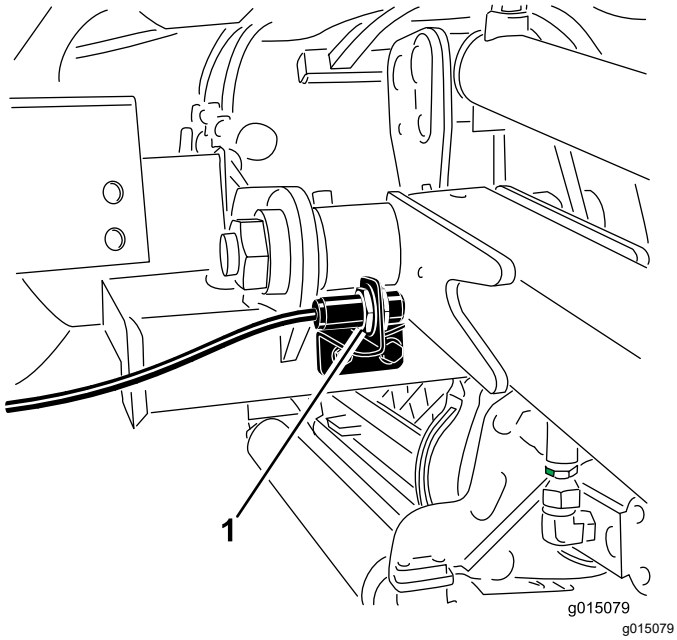

图 73
2. 提升臂开关位于右前方提升臂 (图 73) 后面。
3. 拧松开关安装螺丝图 73并向上移动开关可增大提升臂的转向高度向下移动开关可减小提升臂的转向高度。